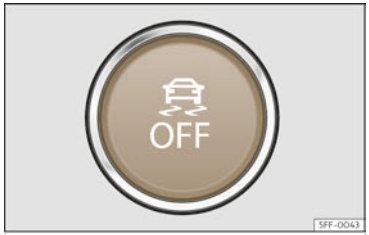

Fig. 129 On the lower part of the centre console: ESC on/off button (depending on the version).
- The TCS can be switched on and off by briefly pressing the button on the centre console >>> Fig. 129.
- In Sport mode, the ESC can be switched off and on by briefly pressing the button on the centre console >>> Fig. 129.
- The ESC can be switched on and off by briefly pressing the button on the centre console >>> Fig. 129.